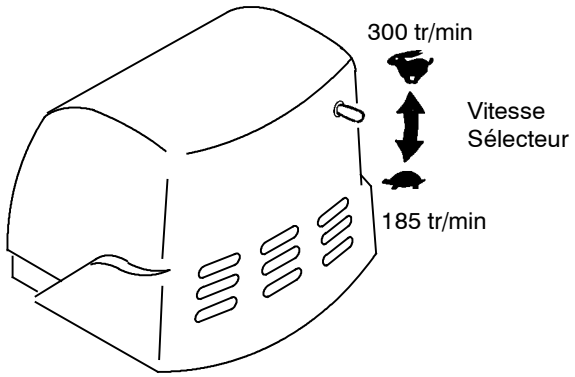

FIG. 3
2. Pour les modèles Dual Speed (double vitesse), sélectionnez le régime moteur approprié. Placez le sélecteur de vitesse vers le bas (185 tr/min) pour le brossage, le décapage et le nettoyage de moquettes. Placez le sélecteur de vitesse vers le haut (300 tr/min) pour le polissage avec pulvérisation (Figure 3).